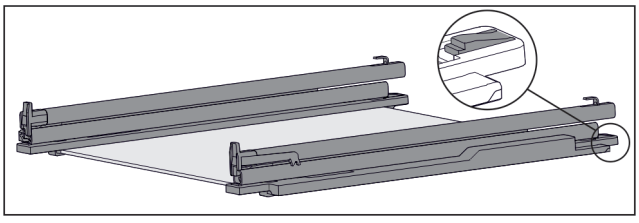

Fig. 155 Placă de sticlă cu șine și piese de fixare
- ▶ Apăsați în jos piesa de fixare din spate (vezi Fig. 155) și, în același timp, împingeți șina înapoi.